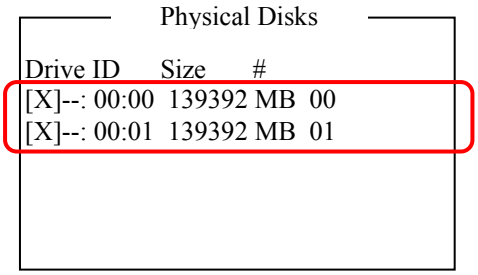

Figure B.2.6.2-7 Physical Disk Setting window 2
(8) Check “Basic Settings” in the virtual disk setting window 1 as shown in Figure B.2.6.2-3.